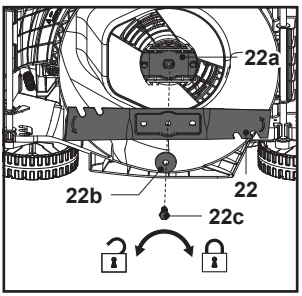

**Fig. 21**
5. Replace the cutting blade (22) with a new one of the same type. Check the status of blade holder (22a) onto the spindle firstly, then attach the cutting blade (22) to the blade holder (22a) by aligning it with the patterns on the blade holder (22a), fix the assembly with the flat washer (22b) and mounting bolt (22c), and tighten by hand.
6. Hold the cutting blade (22) firmly with a heavy-duty gloved hand and/or a wood stick, tighten the mounting bolt (22c) clockwise with 25 Nm min, 30 Nm max to ensure safe operation of your machine (Fig. 21).